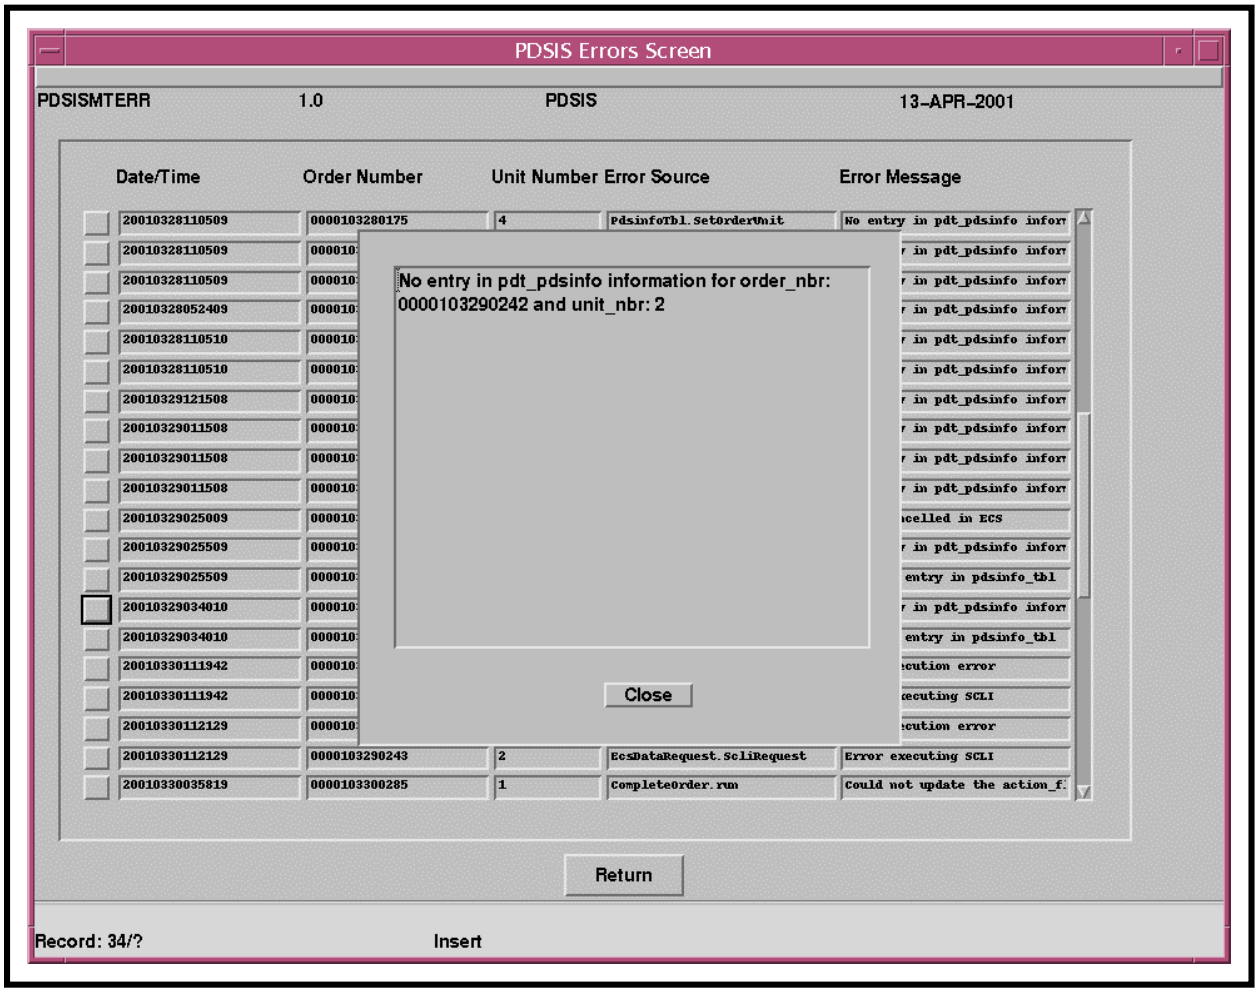

Figure 126. PDSIS Extended Error Message Window
- The **Extended Error Message Window** (Figure 126) is displayed.